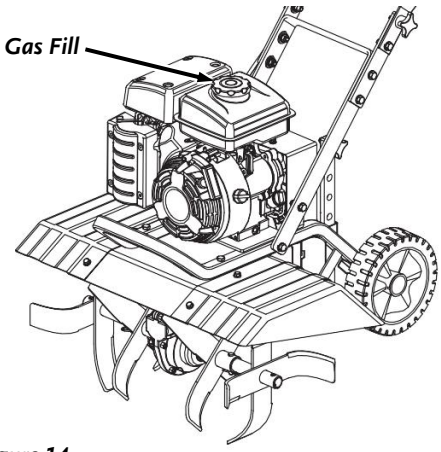

Figure 14
4. Fill the Gas Tank with fresh, unleaded gas (with a minimum of 87 Octane), to approximately 1" below the top of the Fill Neck to allow for Fuel expansion (***Figure 14***). Be careful not to overfill and reinstall the Cap before starting the Engine. See your Engine Owner's Manual for more information.
2. Check the gas level (***Figure 14*** on page 12).